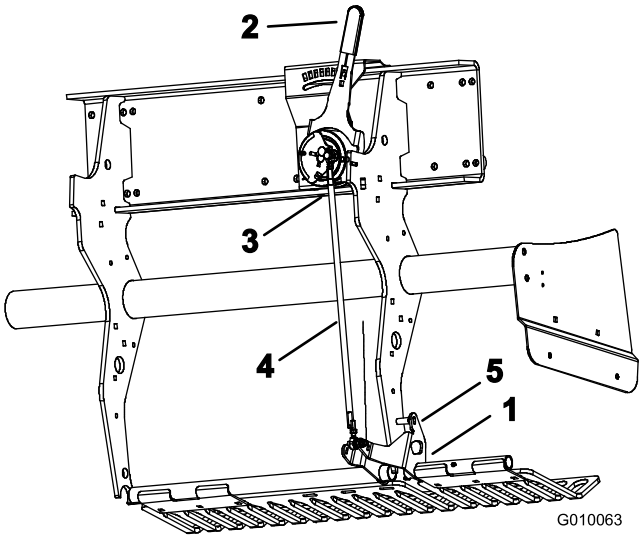

**Figur 58**
1. Drej det venstre plæneafskærmningsmonteringsbeslag (Figur 58) op, indtil der kan sættes en låsestift (5/16 borestang eller bolt) ind mellem beslaget og det dybdeindstillingsrør, der er svejset fast på rammen.
2. Flyt håndtaget til indstilling af tinedybden (Figur 58) til H-positionen (dybeste).
3. Afbryd den udvendige kuglekontakt (Figur 58) fra ledningsnettet (hoved lavt-kontakt).
4. Løsn kontramøtrikker (venstre og højre) på dybdejusteringsforbindelsesstangen (Figur 58).